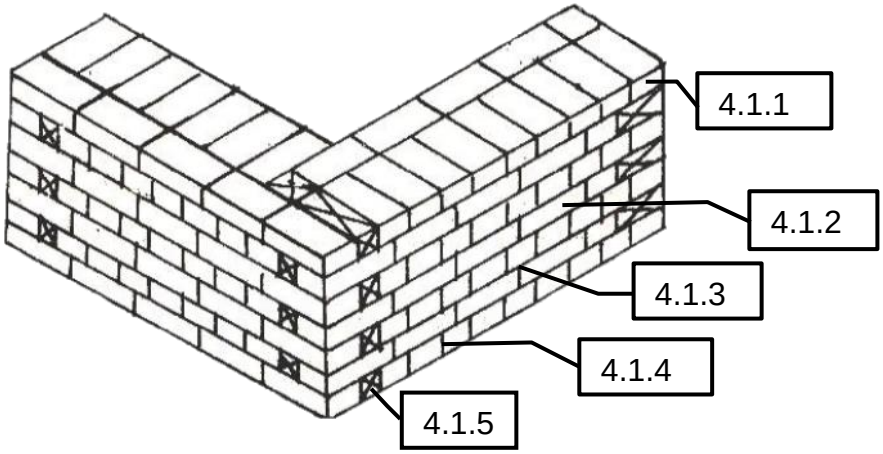

FIGURE 1
4.1 FIGURE 1 below shows an isometric view of a wall built in English bond. Label the different parts by writing only the word/term next to the question number (4.1.1–4.1.5) in the ANSWER BOOK.